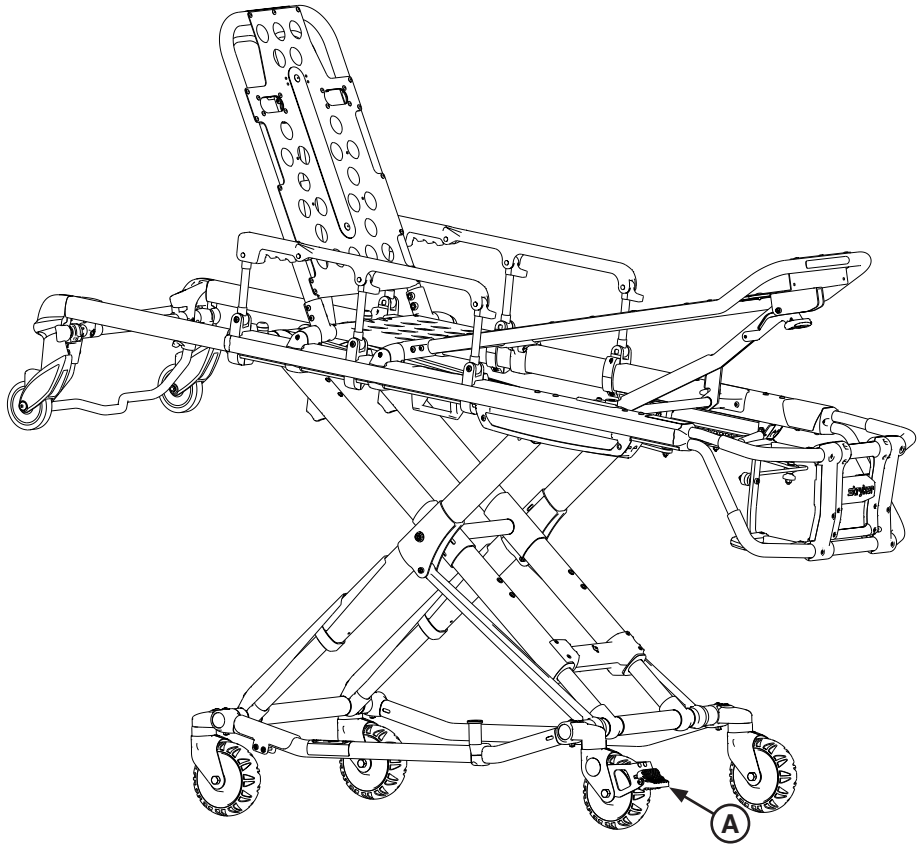

Abbildung 37
Zur Aktivierung der optionalen Radsperren das in Abbildung 37 dargestellte Pedal (A) vollständig bis zum Anschlag herunterdrücken, sodass es fest am Rad aufliegt.